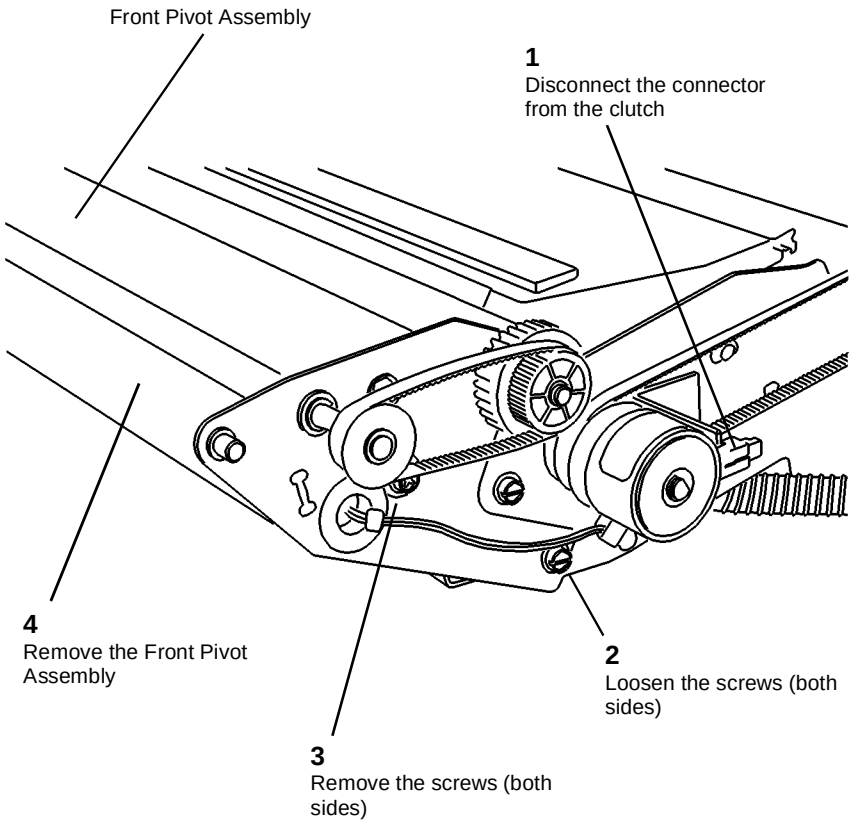

**Figure 1 Removing the Front Pivot Assembly**
4. (Figure 1): Remove the Front Pivot Assembly.